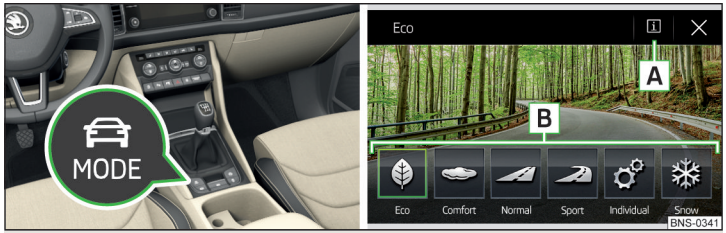

Fig. 246 **Tecla para la selección del modo de conducción / Visualización en la pantalla Infotainment**
› Pulse la tecla MODE » fig. 246.
En la pantalla del Infotainment se muestran las siguientes superficies funcionales » fig. 246.
- Por la pulsación de la superficie funcional correspondiente en la pantalla del Infotainment » fig. 246.